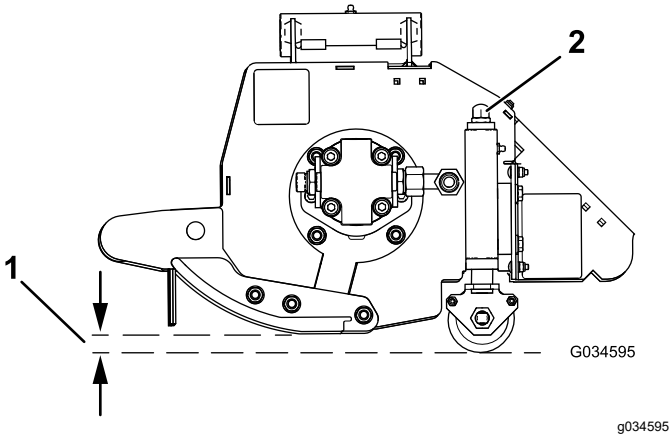

**Figur 31**
2. Drej justermøtriksamlingen i begge ender med uret for at mindske klippehøjden eller mod uret for at øge klippehøjden (Figur 31).